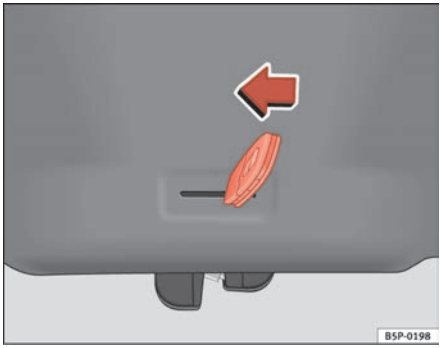

Fig. 46 Tailgate: emergency open
– Insert the key bit in the groove and unlock the locking system, turning the key from right to left, as shown by the arrow ⇒ fig. 46. ■